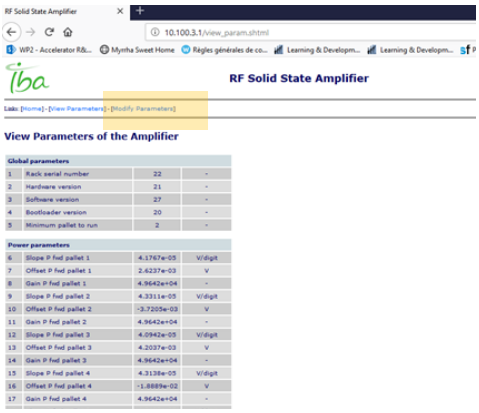

Fig. 6: Modify parameters
- Use “modify parameters” button, Fig. 6.